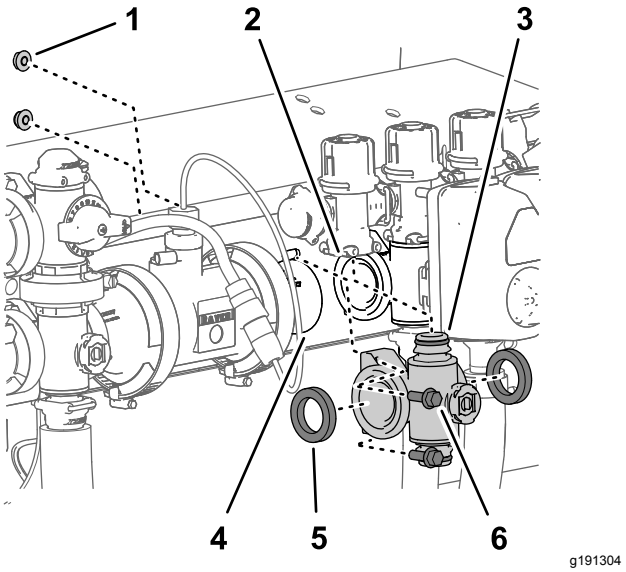

Figur 112
4. På ventilgrenrören för vänster och höger sektion tar du bort de två flänsskruvar (¼ x ¾ tum) och två flänslåsmuttrar (¼ tum) som fäster sektionsventilens grenrör vid ventilstödet (Figur 112).
5. Flytta ned sektionsventilens grenrör och packningar för att komma åt sektionsöverströmningsventilen och ta sedan bort den från maskinen (Figur 112).